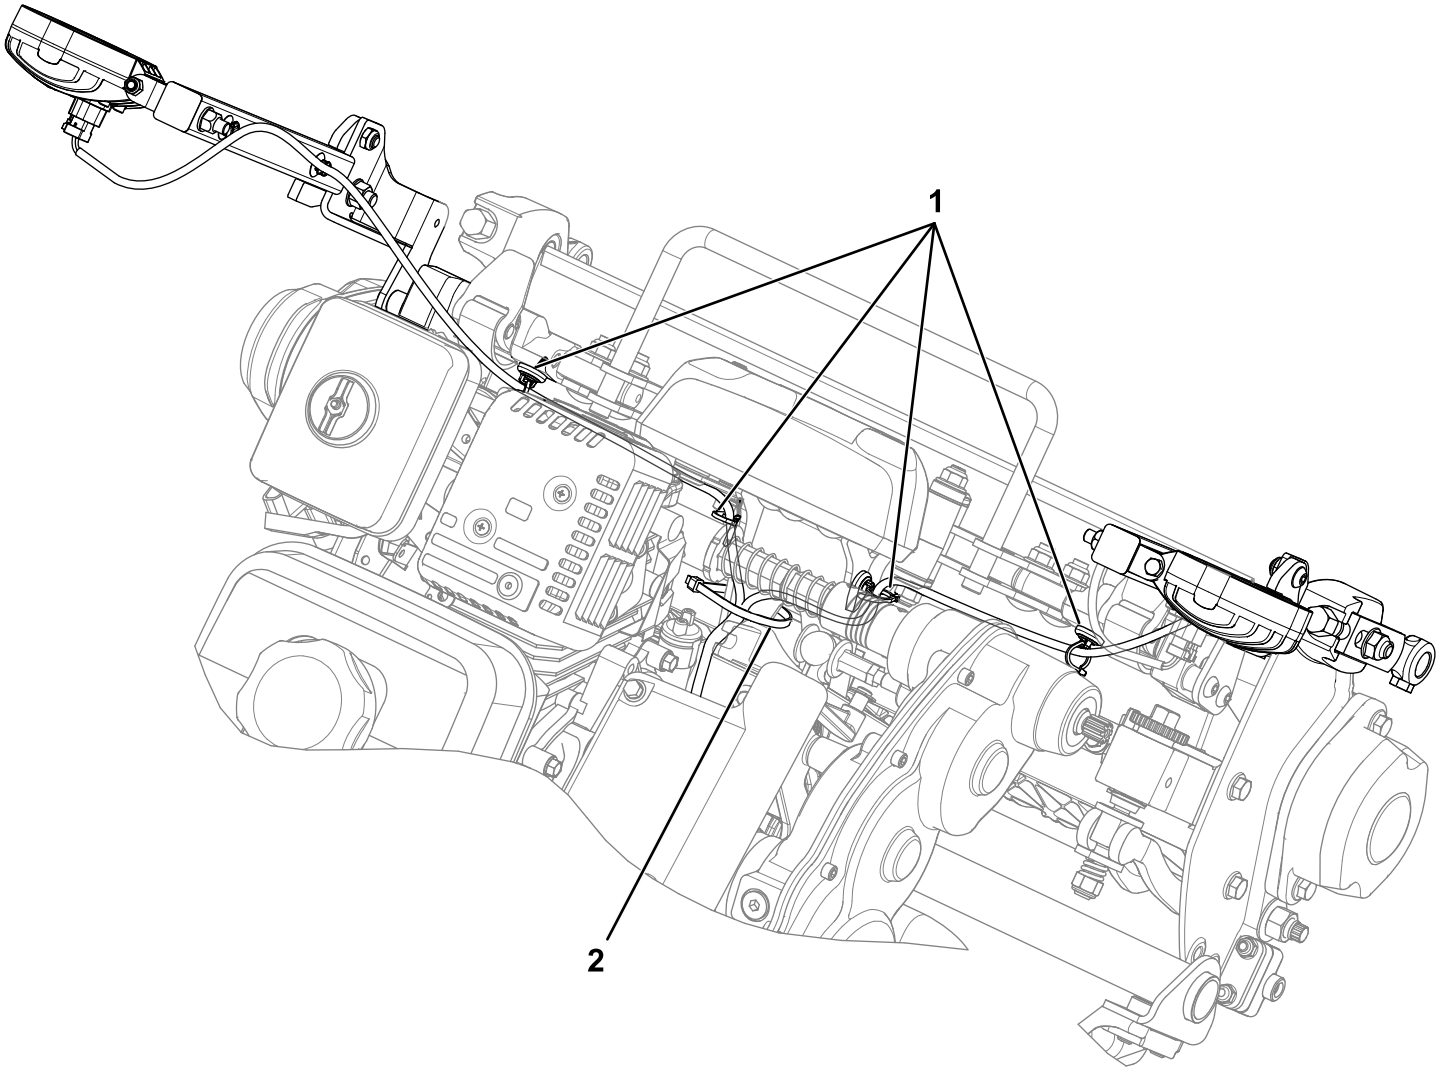

图 5
3. 将线束支架安装到图 5所示的框架区域。
4. 将线束固定到线束支架上图 5。
6. 用扎带将线束固定到框架上图 5。